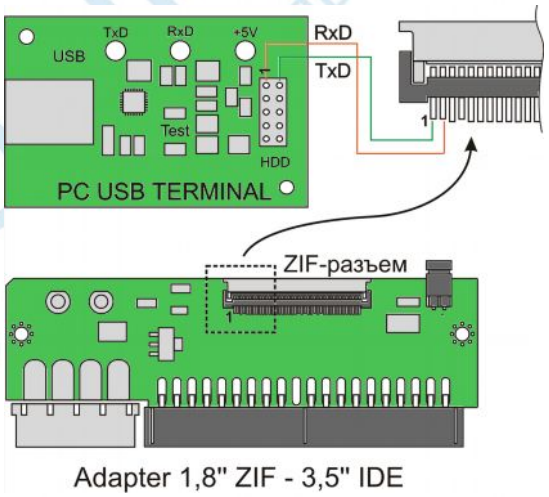

***Рис. 3.4. Схема подключения терминала к HDD 1.8" с ZIF-разъемом.***
4) Если необходимо работать через терминал, подсоединить адаптер «PC USB TERMINAL» к USB порту и адаптеру «1.8" ZIF – 3.5" IDE» согласно схеме, приведенной на Рис. 3.4. Терминал подключается путем пайки проводов между 1 и 2 выводами ZIF-разъема переходника и 10-выводного разъема «PC USB TERMINAL». Схема подключения терминала показана на Рис. 3.4.